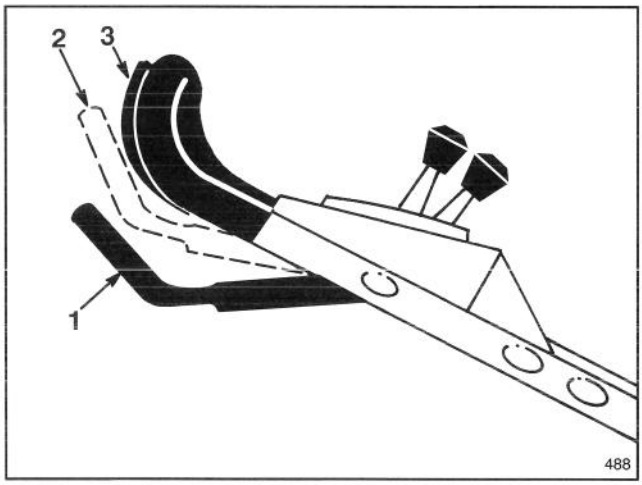

Figure 11
8. WHEEL TRACTION OPERATION (Fig. 11)—Move control bar into the RUN/SHIFT position. Move ground speed control to desired setting and squeeze control bar against handle to drive.
Note: Do not shift speeds while control bar is squeezed against handle in the DRIVE position; the transmission could burn out. Move control bar to the RUN/SHIFT position (Fig. 11) when changing ground speed.